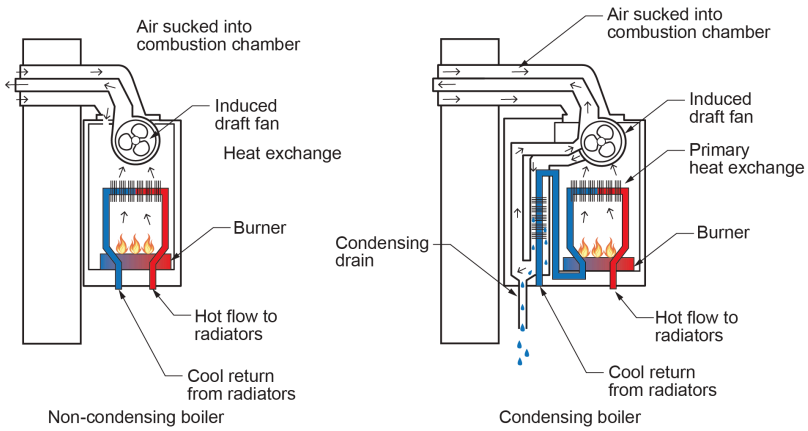

Figure 27 *Boiler types. (Skilled Trades BC, 2021/adapted from Gas Boilers, 2019) Used with permission.*
- **Figure 27** Boiler types was originally adapted from Gas Boiler Diagram: the Basics Everyone Should Know | Gas